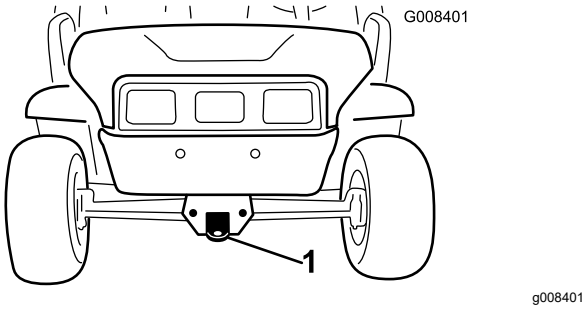
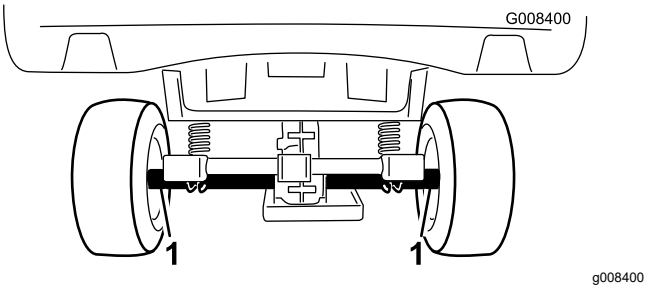

Figur 18
Figur 19
Brug en anhænger med ramper i fuld bredde, hvis du skal flytte maskinen langt væk. Sørg for at fastgøre maskinen til anhængeren. Se Figur 18 og Figur 19 for bindepunkternes placering på maskinen.
2. Sæt et bugsertov fast på anhængertrækstangen foran på maskinens stel (Figur 18).